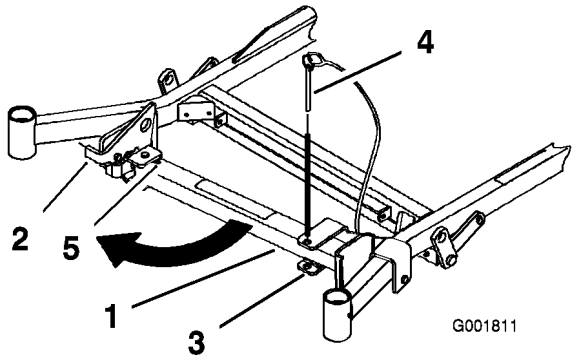
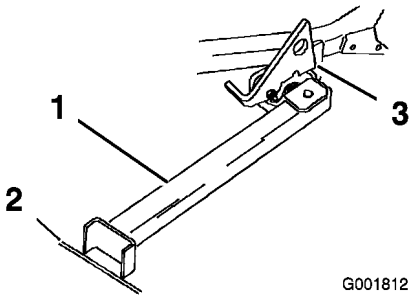

Figur 30
Figur 31
2. Ta bort fästpinnen (Figur 30).
3. Höj spärrhaken. För stativets fot utåt och skjut stativet mot maskinen, in i spårets botten (Figur 30 och Figur 31).
4. Sätt stativets fot på marken och låt spärrhaken vila på den vridbara fliken (Figur 31).
Obs: För bästa resultat, sätt stativfoten i fåror på underlaget eller stick ned den i gräsmattan (Figur 31).
6. Kör upp på stativet. Stanna när spärrhaken faller ned över fliken i det låsta läget (Figur 31). När maskinen står på stativet lägger du i parkeringsbromsen och stänger av motorn.
5. Återställ stativet till viloläget (Figur 30).